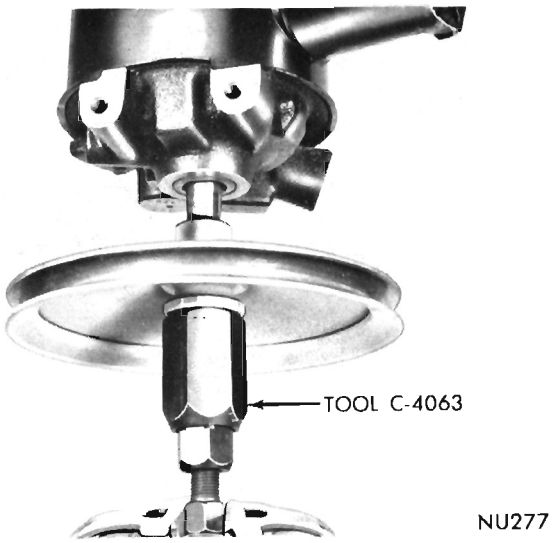

Fig. 34—Pulley Installation—6 Cylinder Engines
(8) Install drive pulley. See "Pulley Installation", (Figs. 34 and 35).
(9) With installer shaft clamped securely in vice, tighten drive nut against thrust bearing and press pulley onto shaft.
(18) Install drive pulley. See "Pulley Installation" (Figs. 34 and 35).
Power steering pump drive pulleys installed on six cylinder engines are not pressed flush with the end of the pump shaft. With drive pulley placed on end of shaft, securely thread installed Tool C-4063, **without** adapter, into 3/8 inch threaded hole in end of shaft. (Fig. 34).